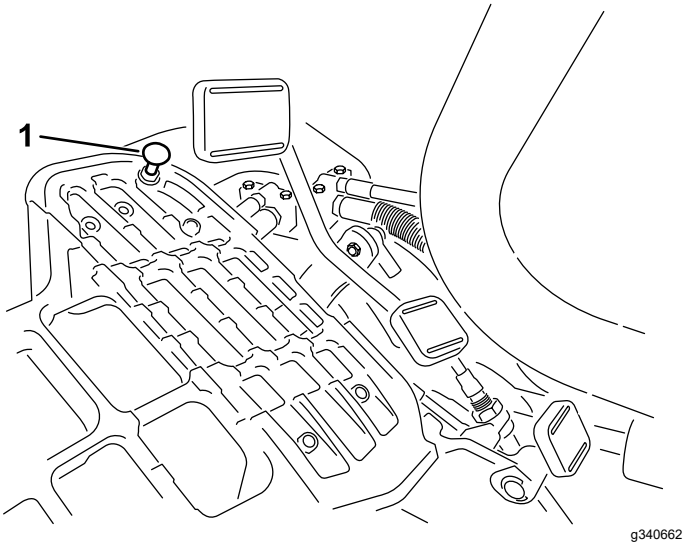

**Figur 44**
For at opnå maksimal transporthastighed skal du sætte funktionsbevægelseshåndtaget i TRANSPORT-positionen og trykke ned på traktionspedalen. Hvis pedalen berører stoppet (Figur 44), inden du mærker stramningen på kablet, skal du udføre følgende justeringsprocedure:
1. Sæt funktionsbevægelseshåndtaget i TRANSPORT-positionen, og løsn den låsemøtrik, der holder pedalstoppet på gulvpladen (Figur 44).